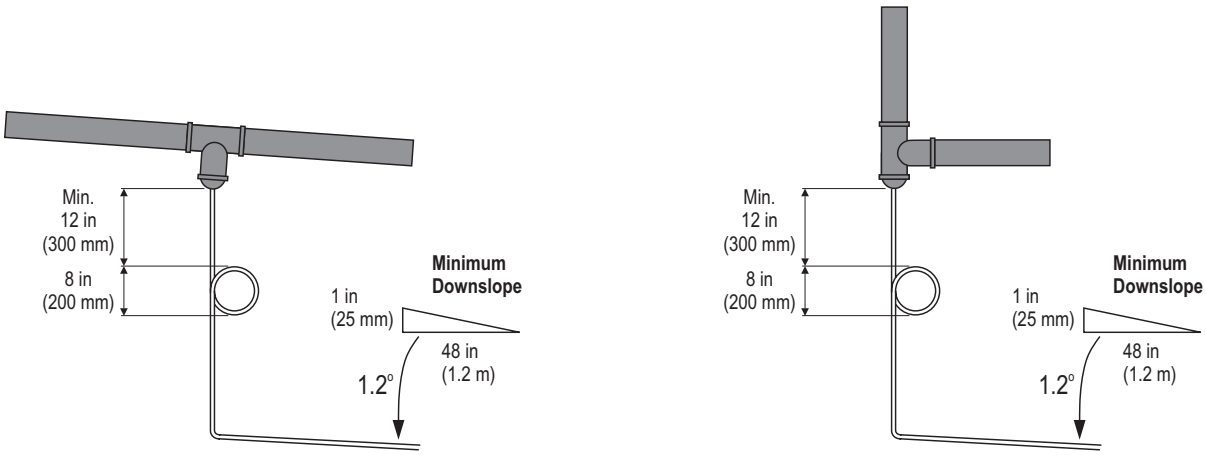

Figure 19: Condensate Drain Lines
- ☐ Condensate lines must connect into full size "Tee" fittings in the steam line. Refer to *Figure 19*.